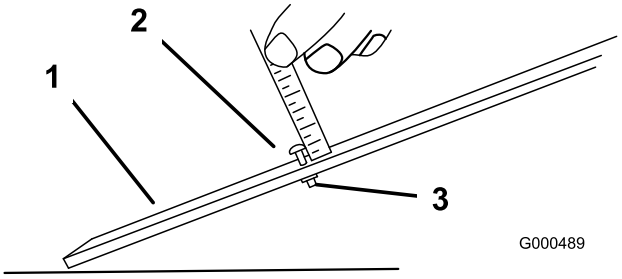

Bild 42
3. Lösen Sie die Mutter an der Messlehre (Bild 42) und stellen Sie die Einstellschraube auf die gewünschte Schnitthöhe ein. Der Abstand zwischen dem unteren Ende des Schraubenkopfs und der Stirnseite der Messlehre ist die Schnitthöhe.